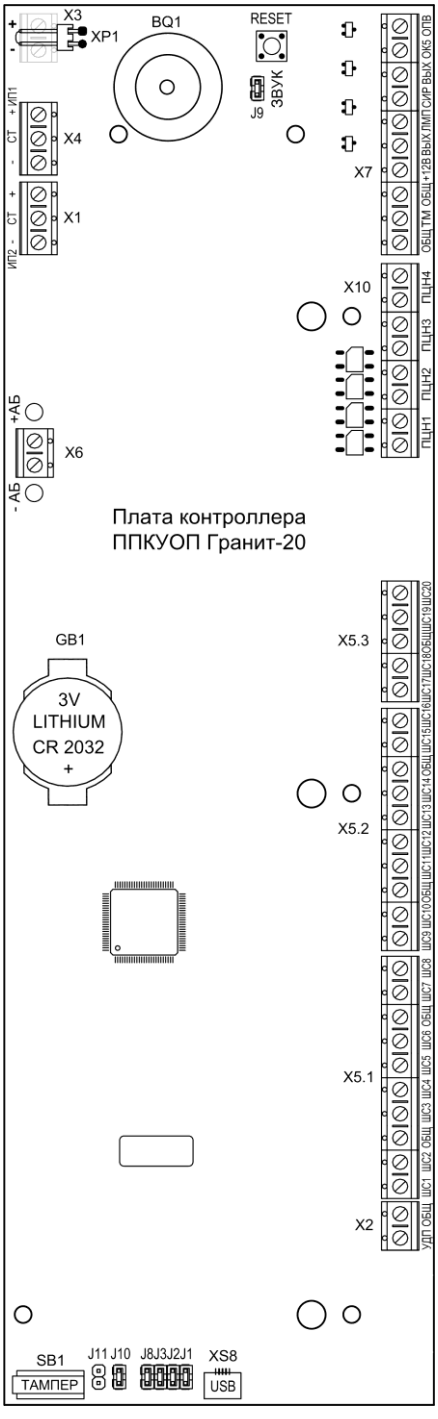
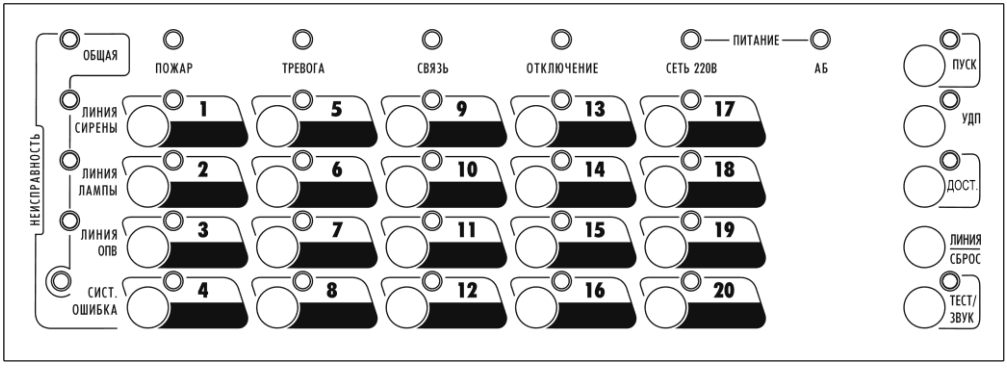

Рис.1 Плата контроллера прибора (вид со снятой панелью и платой индикации)
Рис.2 Панель индикации и управления ППКУОП Гранит-20
Конструктивно прибор состоит из корпуса (основания) и съёмной крышки. В корпусе расположены: плата контроллера (см. рис.1) с установленной на ней платой индикации и плата источника питания. На плате индикации установлена панель индикации и управления прибора (см. рис.2). В корпусе прибора также предусмотрен отсек для размещения аккумуляторной батареи.
На плате источника питания прибора (расположена под платой контроллера, на рис.1 не показана) расположен **клеммник «220В»**, предназначенный для подключения прибора к сети 220 В и установлен **самовосстанавливающийся предохранитель**, который не требует замены после срабатывания.
3.1 На плате контроллера прибора (рис.1) расположены:
На плате источника питания (расположена под платой контроллера, на рис.1 не показана) расположен клеммник «220В», предназначенный для подключения прибора к сети 220 В.
3.2 На панель индикации и управления прибора (см. рис.2) выведены: